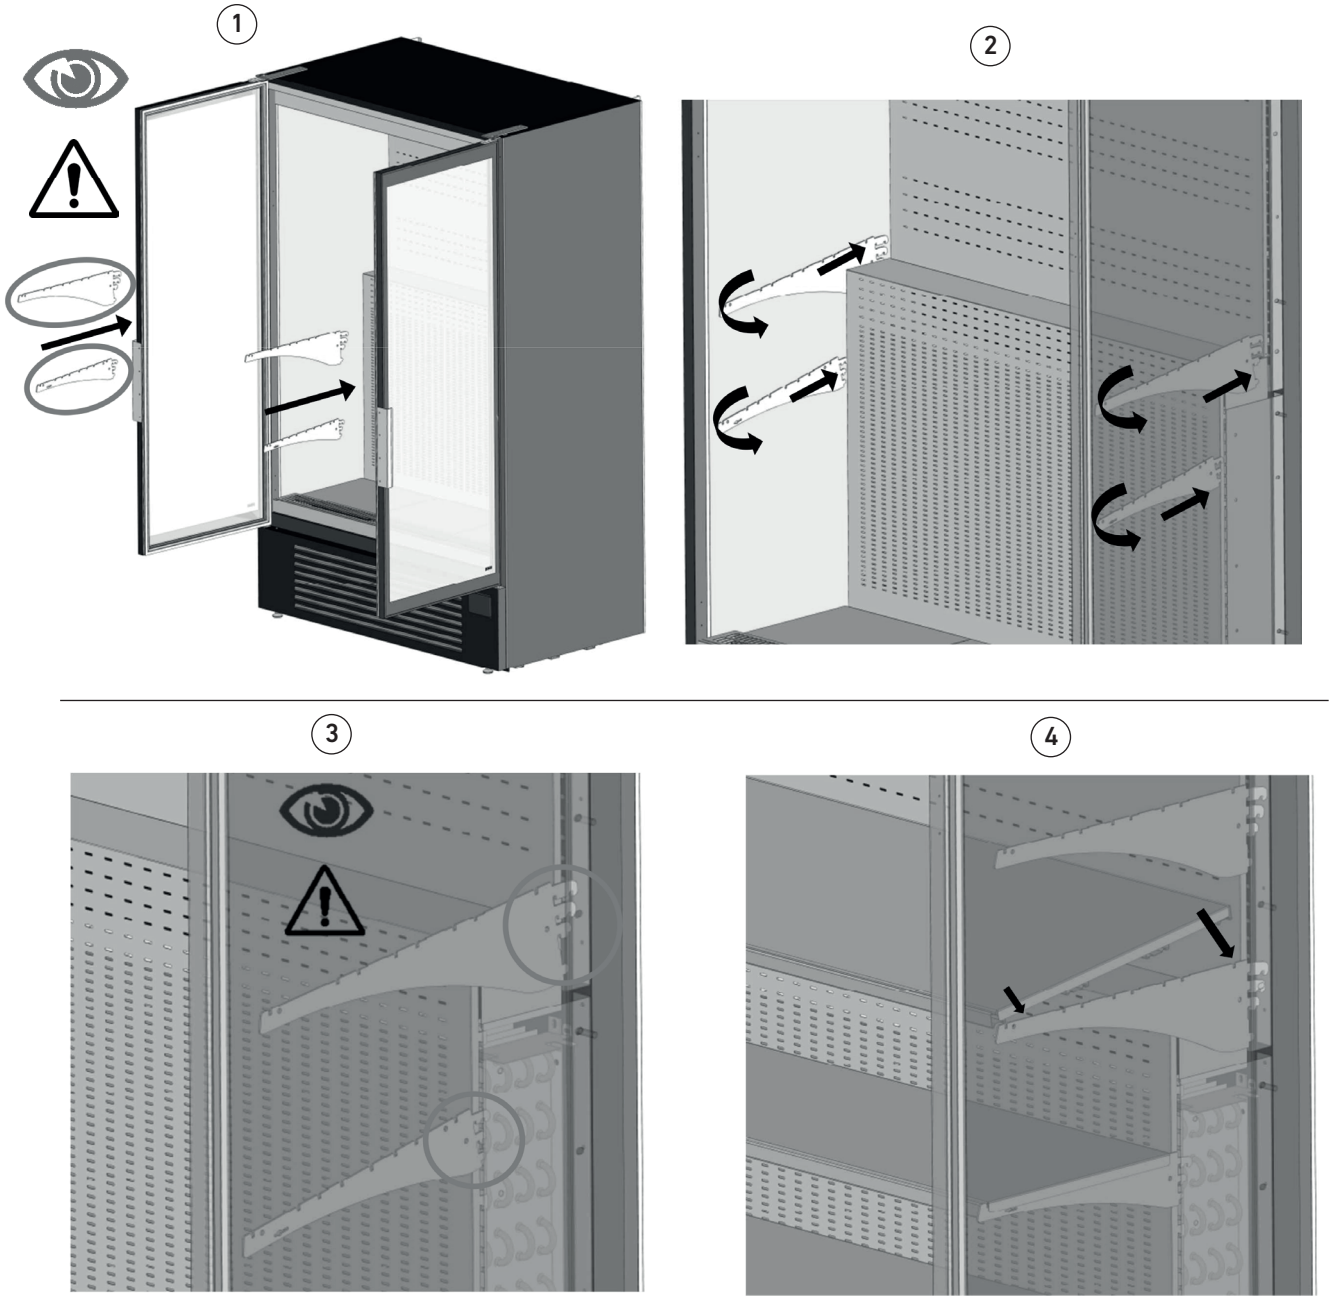

fig. 15
- Per il corretto inserimento dei supporti dei ripiani prestare attenzione alle due tipologie di supporto (grande nella parte superiore allo scalino interno e piccolo nella parte sottostante (fig. 15 part. 1);
- Accostare i supporti dei ripiani con il lato dentellato rivolto verso lo schienale della camera refrigerata e ruotare leggermente il supporto verso il basso per favorire l'ingesso dei "denti" nelle apposite sedi (fig. 15 part. 2);
- Rispettare le altezze indicate dai limiti di carico dei ripiani (fig. 15 part. 3);
- Una volta posizionati tutti i supporti dei ripiani appoggiare i ripiani su di essi come mostrato in fig. 15 part. 4.